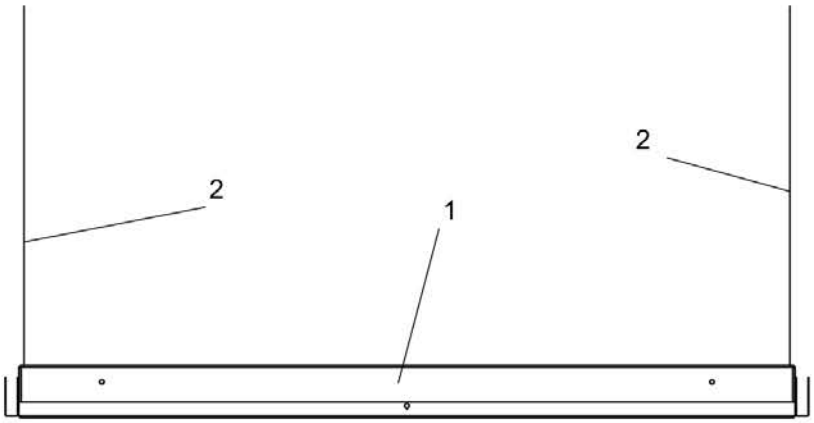

Рисунок 4
4.2.4 Встраиваемый монтаж производить в потолки типа «Грильято» для светильника ДВО 2001, ДВО 2101 (см. рисунок 4). Светодиодную панель (1) установить в ячейку 590×590 потолка типа «Грильято» как показано на рисунке 3, подвесить светильник к несущему потолку крепёжными элементами (2). Крепёжные элементы (2) в комплект поставки светодиодной панели не входят.